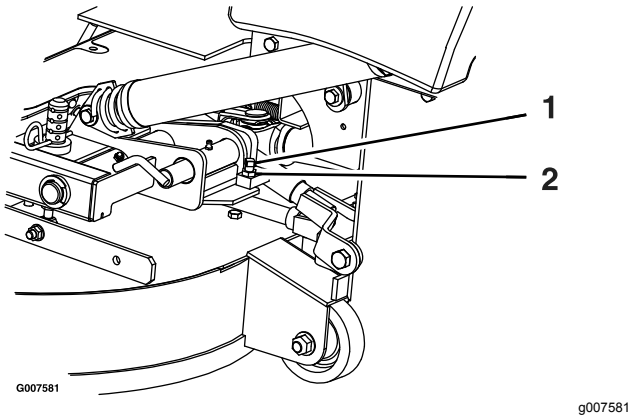

Figur 67
2. Lossa kontramuttern och vrid stoppskruven medurs tills låssprinten sitter fast och inte längre går att vrida för hand (Figur 67).